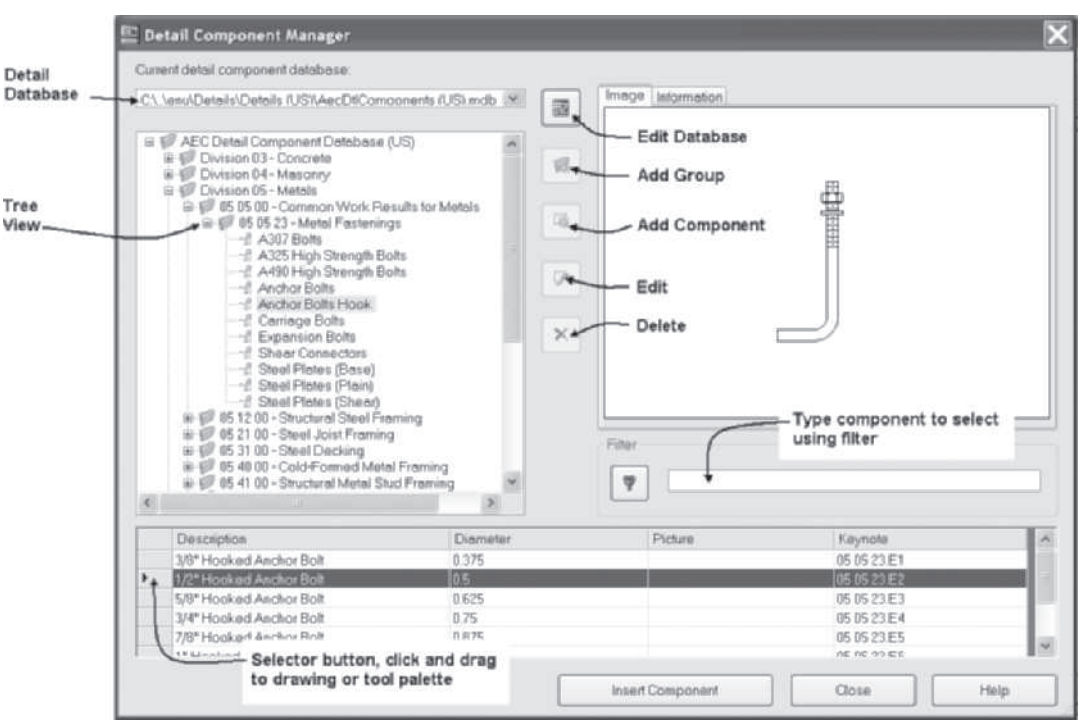
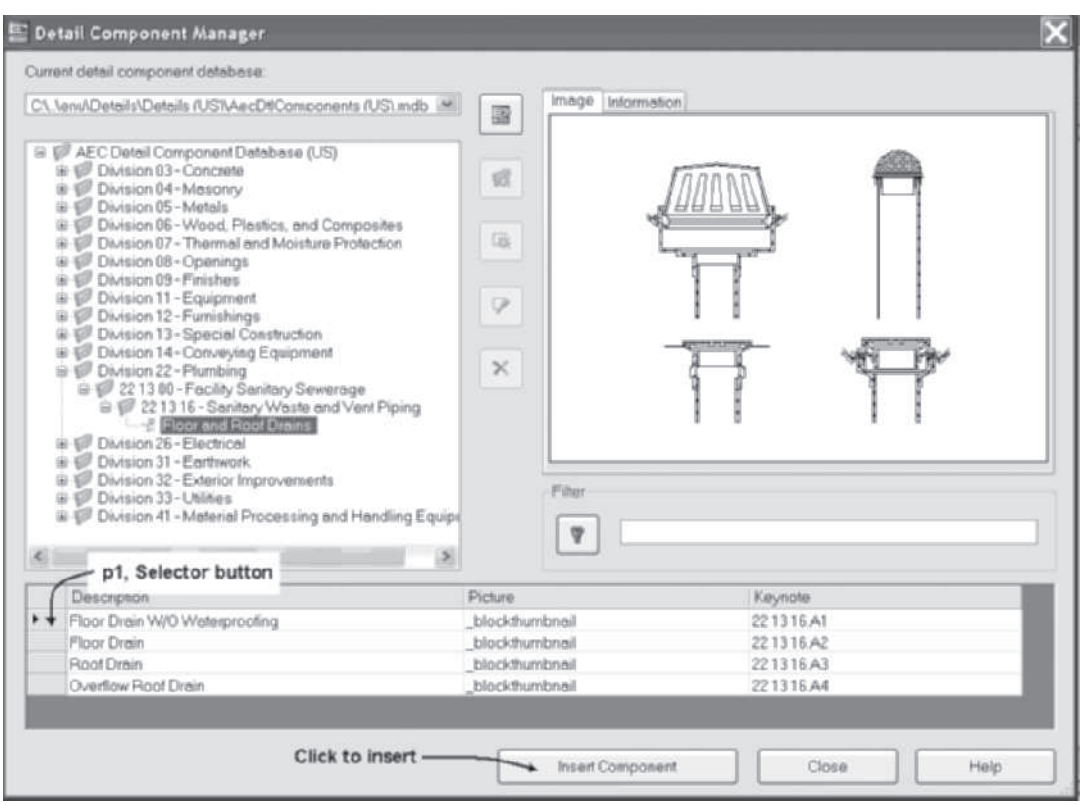

FIGURE 12.39 *Detail Component Manager*
FIGURE 12.41 *Division 22-Plumbing*
The **Detail Component Manager** shown in Figure 12.39 includes components categorized in the MasterFormat™ 2004 [NBS Building] (National Building Services) divisions. The database for the details can be selected from the **Database** drop-down list shown in Figure 12.39. The database is specified in the AEC Content tab of Option. The resources are located at *{Vista—C:\ProgramData\Autodesk\ACA 2011 \enu\Details\Details (US)\ AecDtlComponents (US).mdb}* or *{Vista—C:\ProgramData \Autodesk\ACA 2011\enu\Details\Details (UK)\ AecDtlComponents (UK).mdb.}*
palette, right-clicking, and choosing **Detail Component Manager**. Division 22 of the Detail Component Manager is shown expanded in Figure 12.41. The properties of the selected component are displayed in the lower pane. The keynote number based upon Construction Specification Institute format is listed for each component. The keynote number can be identified with the keynote tools located on the Annotation tool palette. Details can be inserted from Detail Component Manager directly if you double-click the **Selector** at **p1** or select the component and then click the **Insert Component** button shown in Figure 12.41. You can customize a selected detail component by clicking the **Edit Database** button shown in Figure 12.39 and editing the size and description of a component in the database.